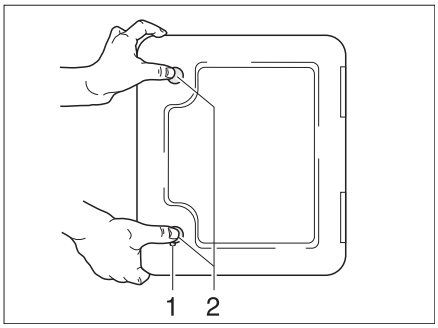

Fig. 31 Flap for toilet cassette
- Insert the key into the locking cylinder of the push-button lock (Fig. 31,1) and turn a quarter turn.
- Press both push-button locks (Fig. 31,2) simultaneously with your thumb and open the flap for the toilet cassette.
- Insert the key into the locking cylinder (Fig. 31,1) and turn a quarter turn.